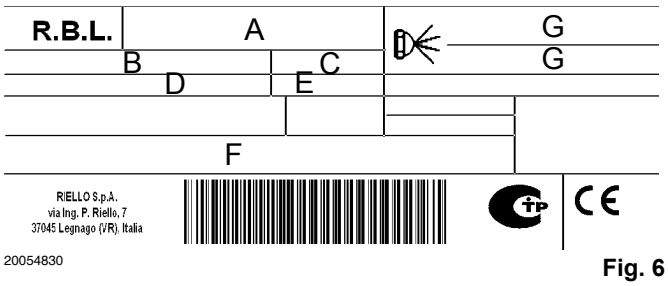

Fig. 6
- ➤ el modelo (véase **A** en la Fig. 6) y el tipo de quemador (**B**);